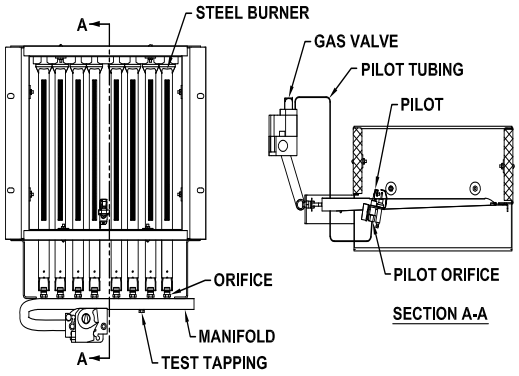

Figure 7.1: Gas Valve, Manifold and Burner Assembly – Intermittent Ignition
14. The gas manifold and control assembly are made of gas-tight, completely factory assembled and installed components of the base assembly. See Figure 7.1.